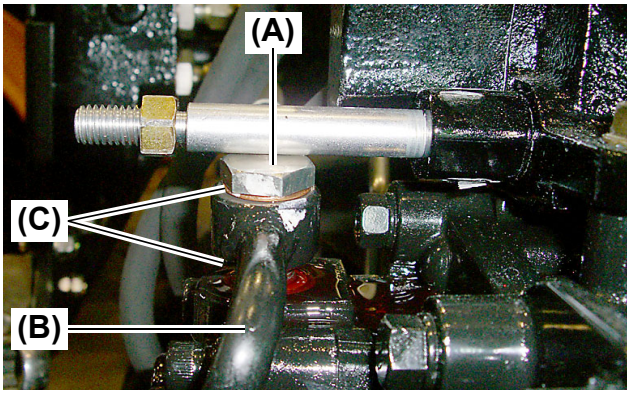
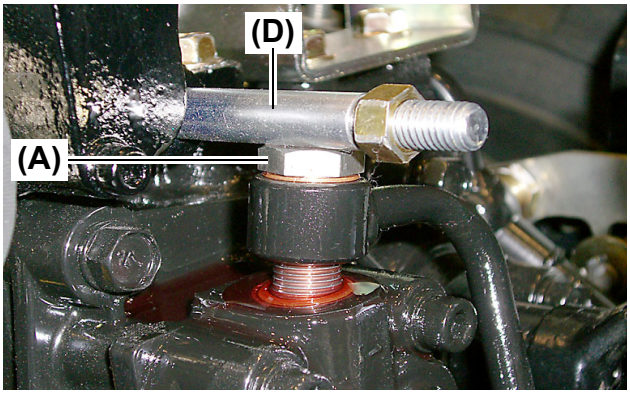

Fig. 15
Fig. 17
17.Remove the ball joint bolt **(Fig. 15, 17, (A))** and then the gear pump high pressure pipe **(Fig. 15, (B))**.
●When installing, replace the two (2) copper seals **(Fig. 15, (C))** with new ones.
●The presence of the hydraulic flow control / stop valve shaft **(Fig. 17, (D))** does not allow the ball joint bolt **(Fig. 15, 17, (A))** to be removed because it contacts with them. Forced removal in this state causes oil leakage. To remove this fitting, first remove the shaft guide. (See page 10-211 for this procedure.)